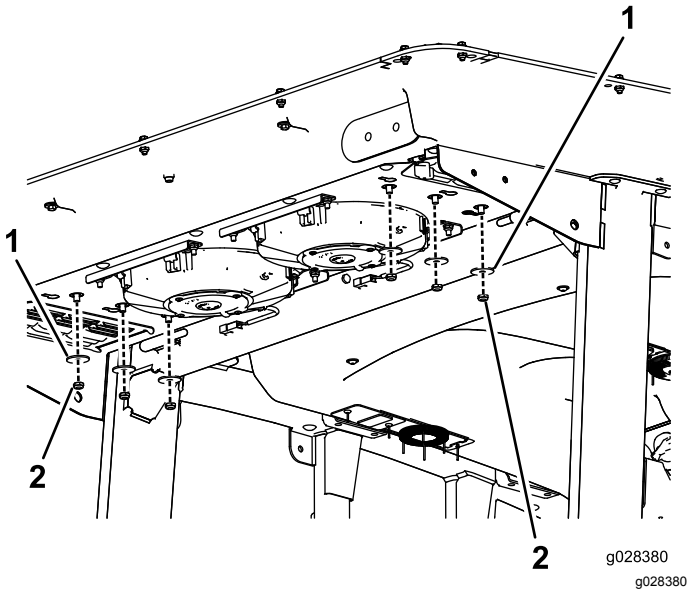

**Figur 114**
2. Fjern de seks møtrikker og spændeskiver fra bunden bagerst på førerhuset (Figur 114).